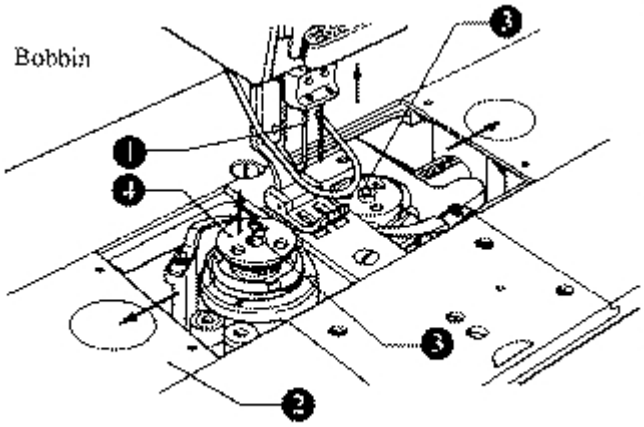

рис.20
11. **Извлечение шпульки. (Рис.20)**